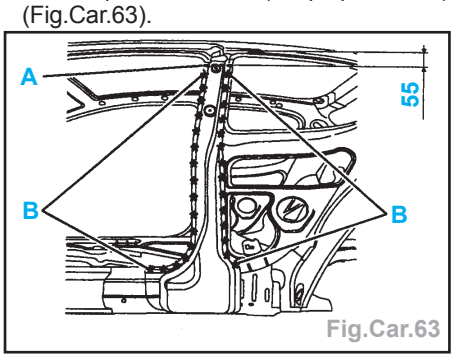

Fig.Car.63
- Tracer puis découper en **A** à l'aide d'une meule épaisseur 1 mm (coupe provisoire) (Fig.Car.63).
- Découper par fraisage des points suivant **B** (Fig.Car.63).